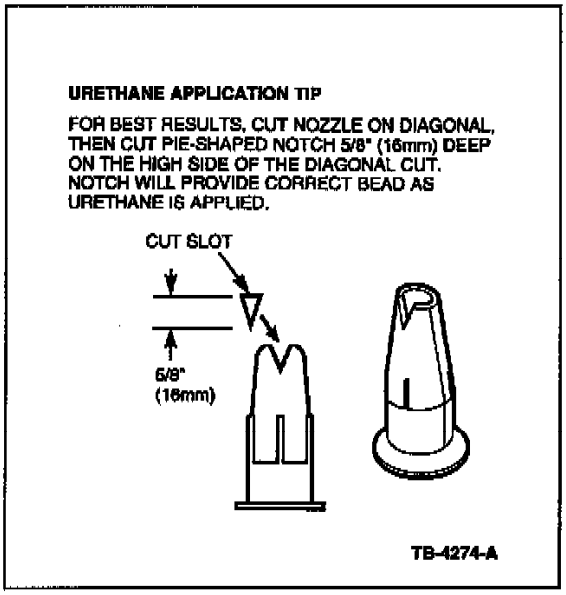

Figure 1
10. Cut the nozzle of the Essex Urethane Auto Glass Adhesive U-4OOHV (Figure 1) and apply a triangular bead of urethane 5/8" (16 mm) by 3/8" (9 mm) wide around the perimeter of the pinch weld.